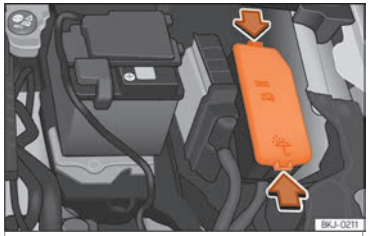

Fig. 50 In the engine compartment: fuse box cover.
- Press the locking tabs to release the fuse box cover ››› **Fig. 50**.